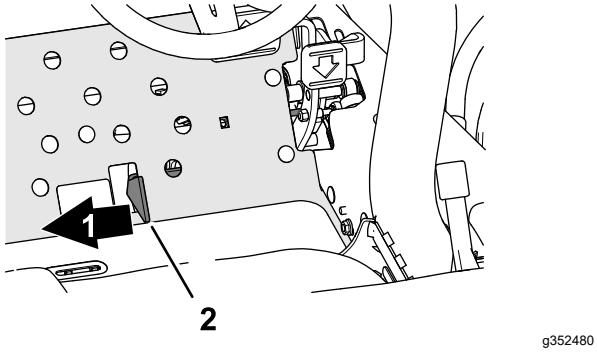

Figuur 39
4. Zet de schuif voor maaien/transport naar rechts, naar de MAAISTAND (Figuur 39).
2. Zet de schuif voor maaien/transport naar rechts, naar de MAAISTAND (Figuur 39).